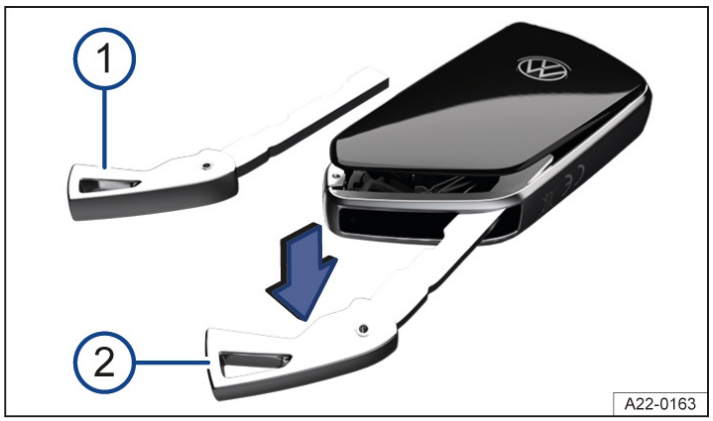

Fig. 1 Vehicle key: opening the battery compartment cover.
1. Remove the manual key →*Fig. 1* (1) *(→ Vehicle key)*.